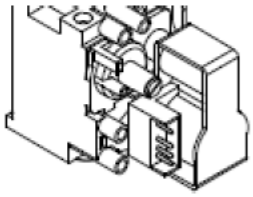

рис. 8.2
• Выполните переналадку на другой тип газа, правильно заменив газовую диафрагму (см. рис. 8.2), согласно указаниям, изложенным в разделе **4.4 «Технические данные»** на стр. **21**